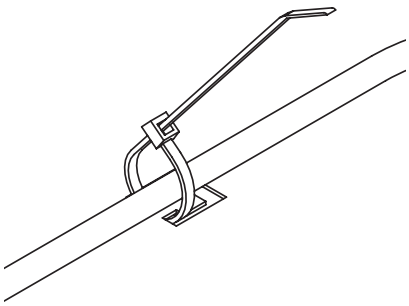

Fig. 103 Fissare i cavi con una fascetta per cavi come scarico della trazione
- Fissare tutti i cavi alla linguetta punzonata con una fascetta per cavi come scarico della trazione – Fig. 103.